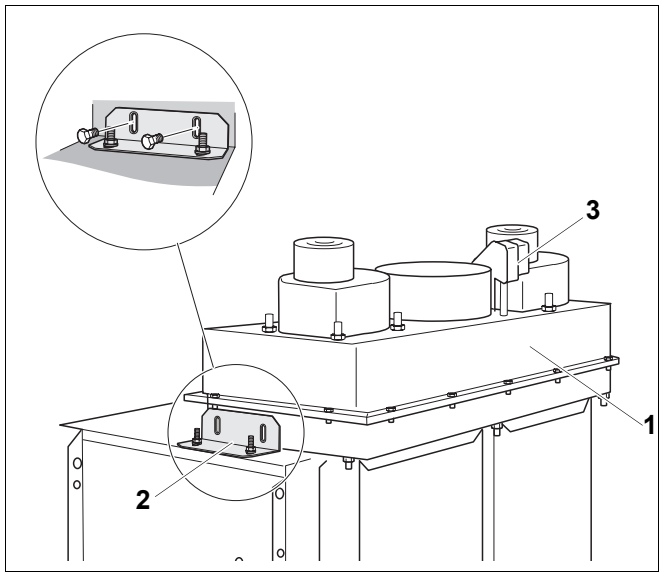
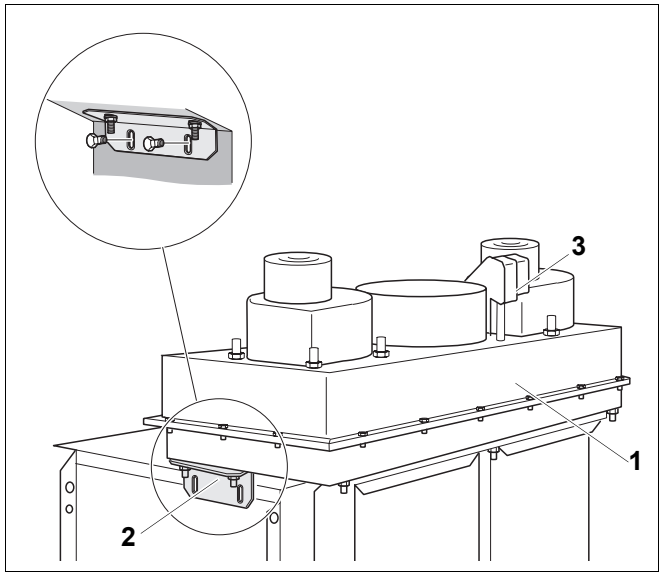

Rys. 60 Montaż obudowy wentylatora (kocioł wielkości do 310 kW)
Rys. 61 Montaż obudowy wentylatora (kocioł wielkości od 337 kW)
- Nałożyć obudowę wentylatora (rys. 60, **poz. 1** i rys. 61, **poz. 1**) na przerywacz ciągu i kanał spalinowy, a następnie przykręcić kątownikiem (rys. 60, **poz. 2** lub rys. 61, **poz. 2**) do przerywacza ciągu.
- W przypadku kotła wielkości 310 kW dobrze przykręcić kątowniki (rys. 60, **poz. 2**) z prawej i lewej strony do trzpieni gwintowanych obudowy wentylatora (rys. 60, **poz. 1**), odległość otworów wynosi 86 mm.
- W przypadku kotłów od wielkości 337 kW odległość otworów kątowników (rys. 61, **poz. 2**) wynosi 80 mm, należy je przymocować od dołu do obudowy wentylatora (rys. 61, **poz. 1**), a następnie do przerywacza ciągu.
- Dobrze przykręcić obudowę wentylatora (rys. 60, **poz. 1** i rys. 61, **poz. 1**) i kanał spalinowy 3 śrubami mocującymi.
- Dobrze dokręcić śruby mocujące kątowniki (rys. 60, **poz. 2** i rys. 61, **poz. 2**) na trzpieniach gwintowanych obudowy wentylatora (rys. 60, **poz. 1** i rys. 61, **poz. 1**).
- Poprowadzić przewód czujnika temperatury spalin (rys. 60, **poz. 3**) w kanale kablowym do sterownika dodatkowego.